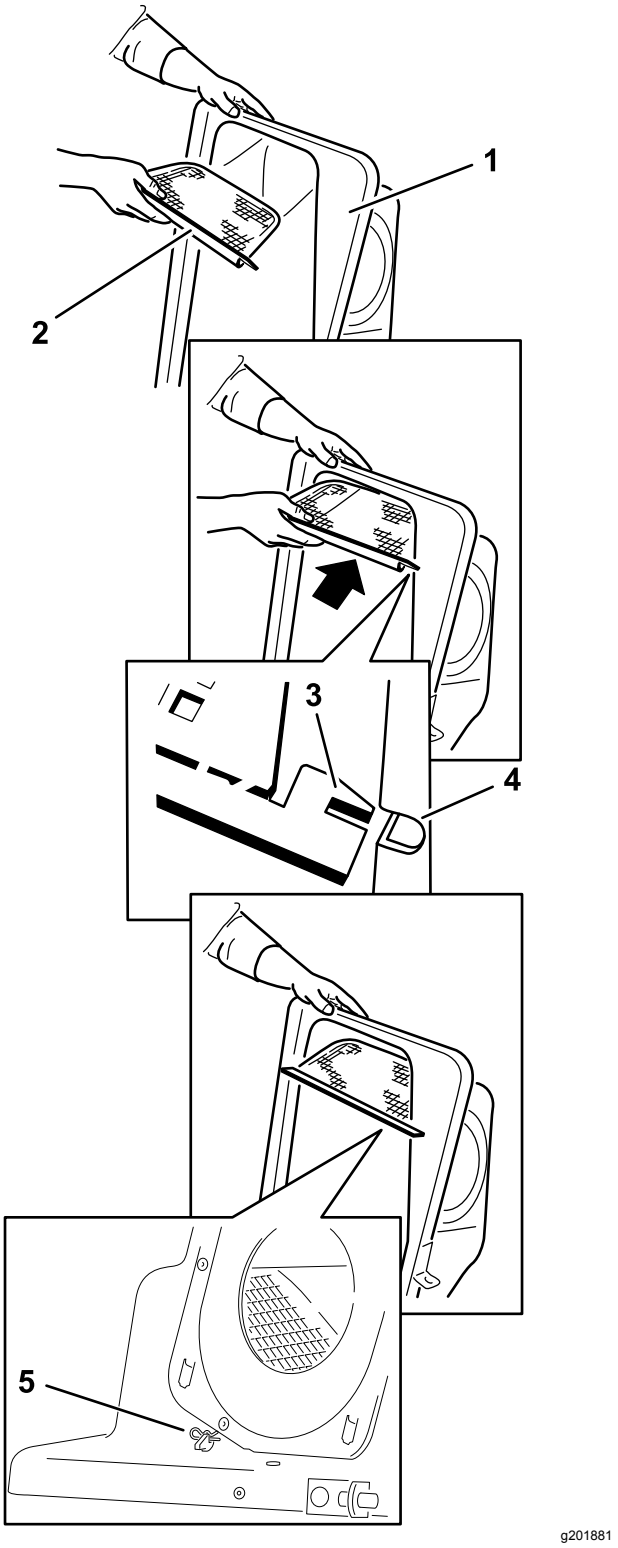

Figuur 19
2. Monteer het rooster zoals wordt getoond in Figuur 19 zorg dat het afloopt in de richting van de grasvangers.